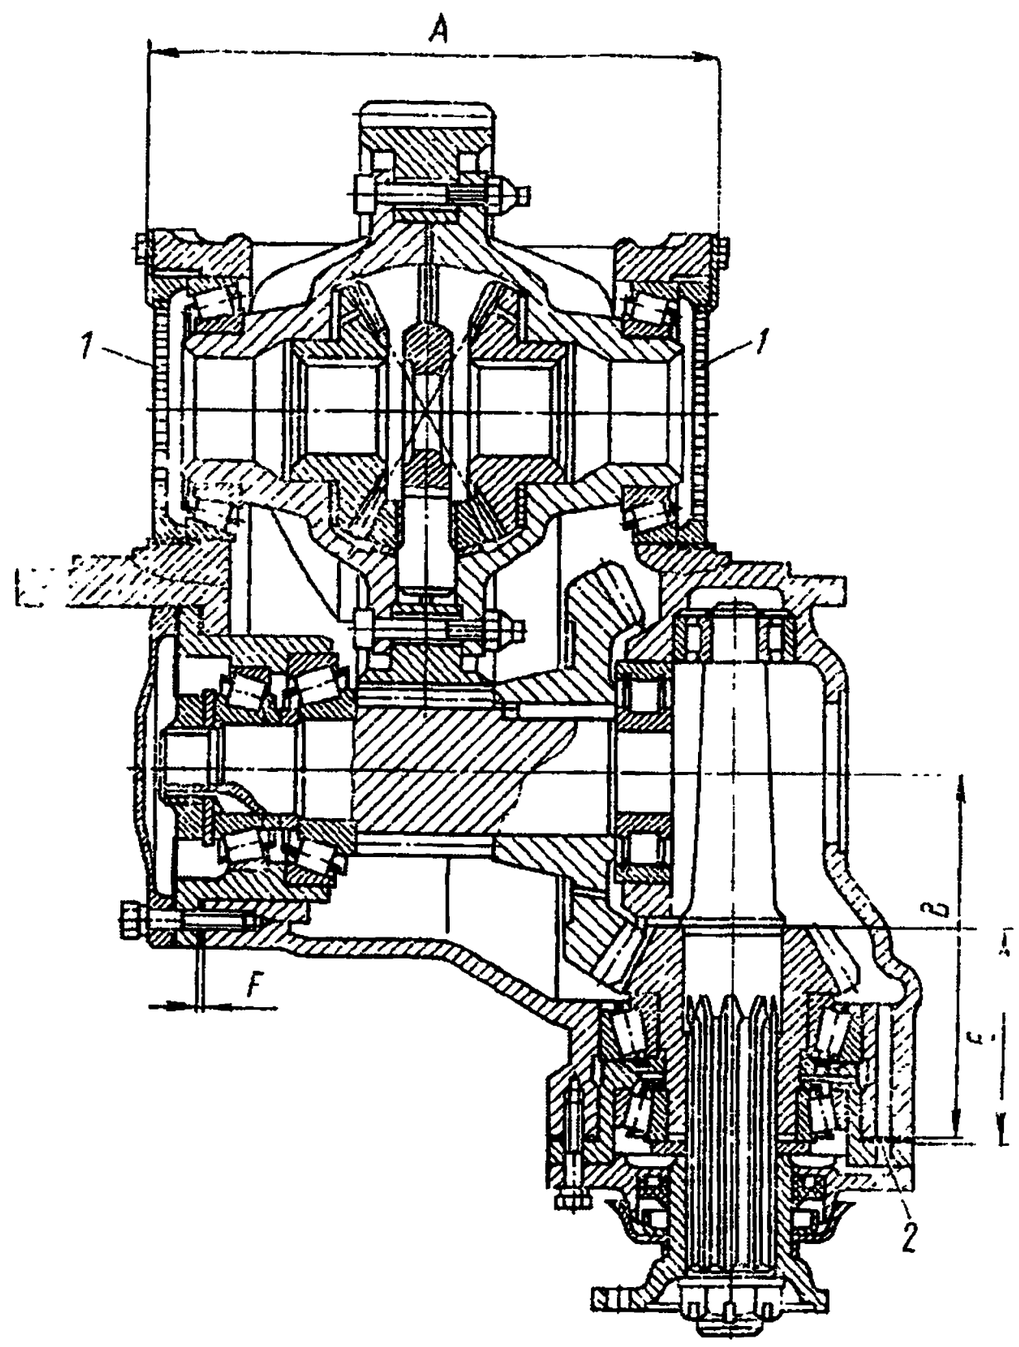

Рис. 225. Передача главная переднего моста:
65. Определите толщину пакета регулировочных прокладок *2* (рис. 225), устанавливаемых между фланцем стакана подшипников ведущего конического зубчатого колеса и картером главной передачи, по формуле	—
75. Замерьте размер F (см. рис. 225) между картером и фланцем стакана подшипников ведущего цилиндрического зубчатого колеса при беззазорном зацеплении конических зубчатых колес, определите толщину пакета регулировочных прокладок по формуле: $S=F+D$, где $D=0{,}317—0{,}555$ мм — толщина пакета регулировочных прокладок, равная осевому смещению ведомого конического зубчатого колеса для компенсации бокового зазора в зацеплении зубчатых колес	—
84. Отрегулируйте подшипники дифференциала в следующем порядке: — последовательно и равномерно затяните обе регулировочные гайки *1* (см. рис. 225) до увеличения расстояния *А* между крышками подшипников дифференциала на 0,1—0,15 мм (расстояние замеряйте между площадками для стопоров гаек); — застопорите регулировочные гайки; — затяните болты крепления крышек дифференциала и застопорите отгибанием пластин на одну из граней головок.	Динамометрический ключ